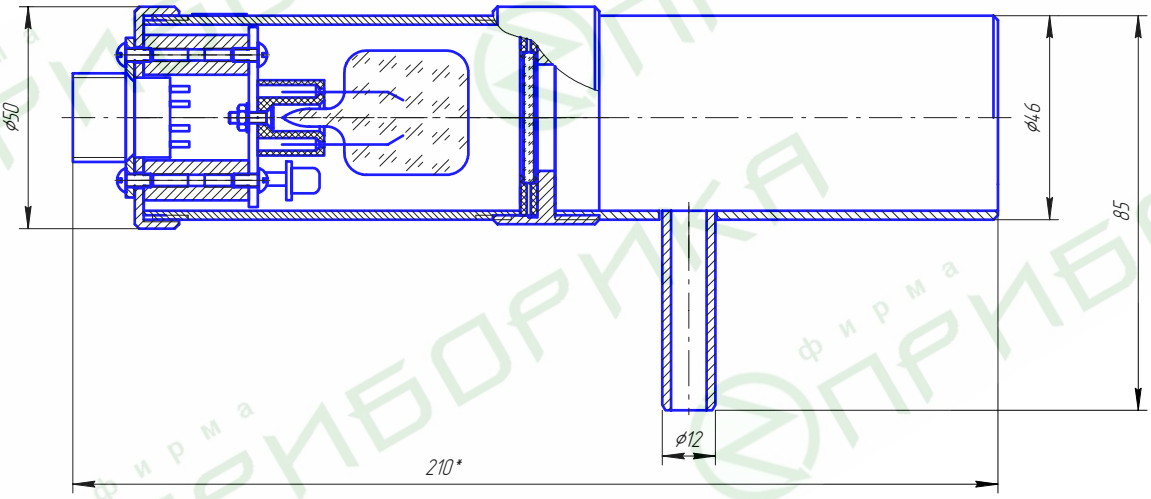

Рис.2. Фотодатчик ФД-05 ГМ. Габаритно – установочные размеры.
1. Подключить переменный резистор 68 кОм проводами (витой парой) длиной 0,5-1 м к контактам 1 и 2 сигнализатора ЛУЧ-1АМ (см.рис.2). При использовании одного прибора – тумблер установить в положение «ГАЗ». На сигнализаторе регулятор усиления поставить в положение соответствующее минимальному усилению (кр. Левое). 2. Направить фотодатчик на первичную зону горения, приблизительно одна треть видимой части факела и при работающей горелке убавляя величину внешнего переменного резистора добиться границы срыва устойчивых показаний ЛУЧ-1АМ- что соответствует миганию индикатора «ФАКЕЛ».